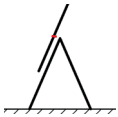

Figura 1 - Escada combinada na posição de escada singela com escada de extensão no cimo.
- Nunca deslize a parte superior de uma escada de 3 secções na posição A com o degrau vermelho (ou o 4º degrau a partir do cimo) para além do ponto de articulação (figura 1).
- Nunca trepe a uma escada de 3 secções na posição A, para além do ponto de articulação (figura 1).